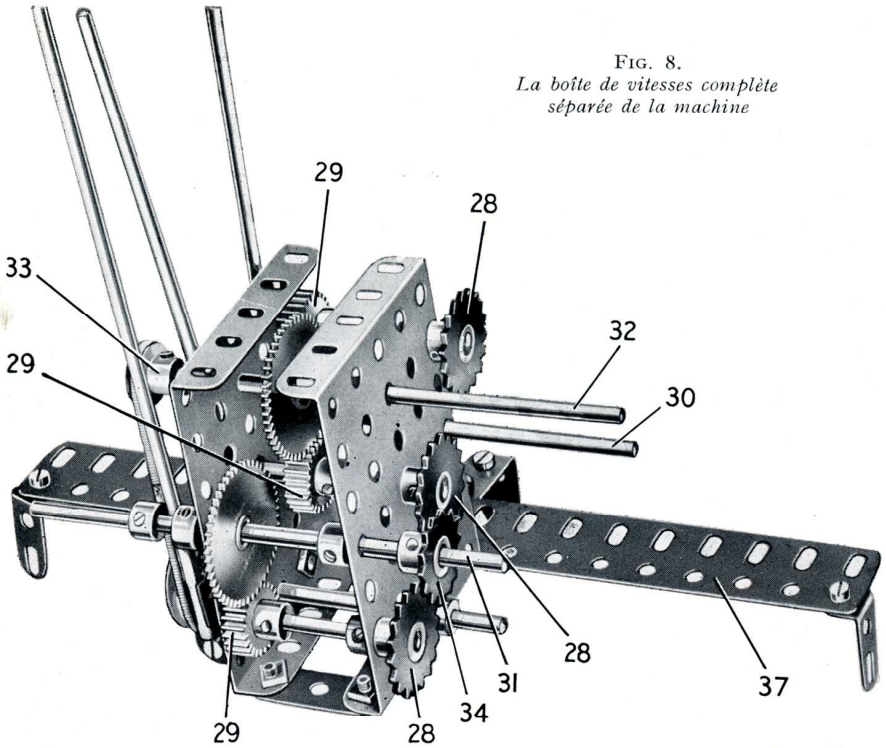

FIG. 8.
La roue de chaîne (34) (fig. 8) est réunie par une chaîne Galle à la roue de chaîne (7) (fig. 2) pour transmettre le mouvement aux roues de la machine.